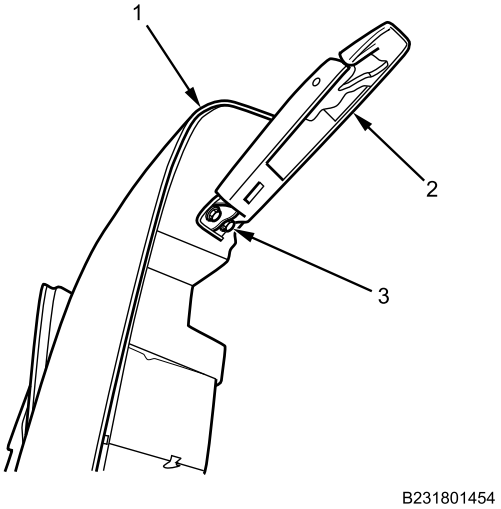

Figure 19. Hood/Fender Latch.
17. Install hood/fender latch (Figure 19, Item 2) on hood (Figure 19, Item 1) with two bolts (Figure 19, Item 3).